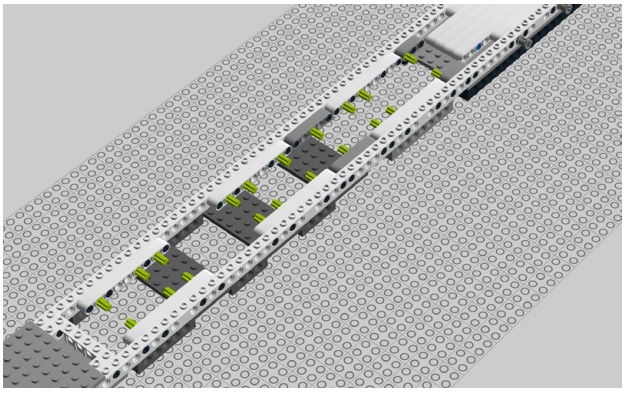

Figure 8-78. *Step 73: Adding a herd of cross connectors*
73. Insert 20 cross connectors as shown in Figure 8-78.